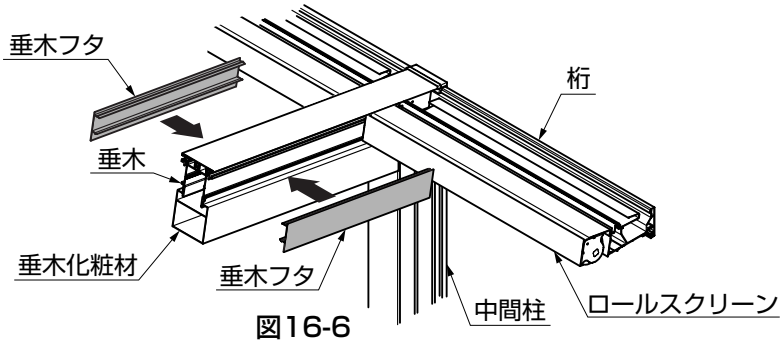

図16-6
②垂木フタをロールスクリーンに突きあてて、垂木にはめ込んでください。（図16-6参照）